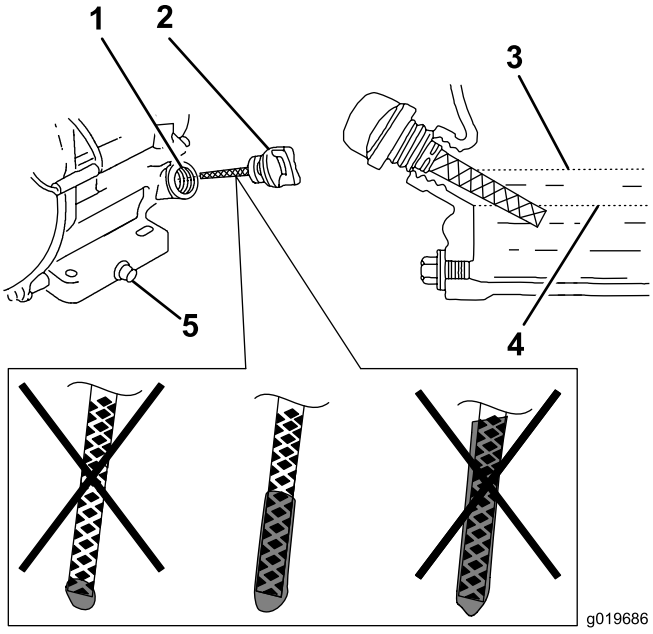

Figura 16
6. Estraete l'asta e controllate il livello dell'olio (Figura 16).